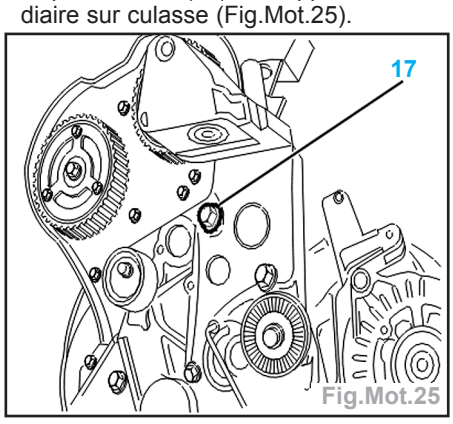

Fig.Mot.25
- Déposer la vis (17) du support intermédiaire sur culasse (Fig.Mot.25).
- Reposer la vis (17) (Fig.Mot.25) du support intermédiaire sur culasse ; serrage à 4,5 daN.m.